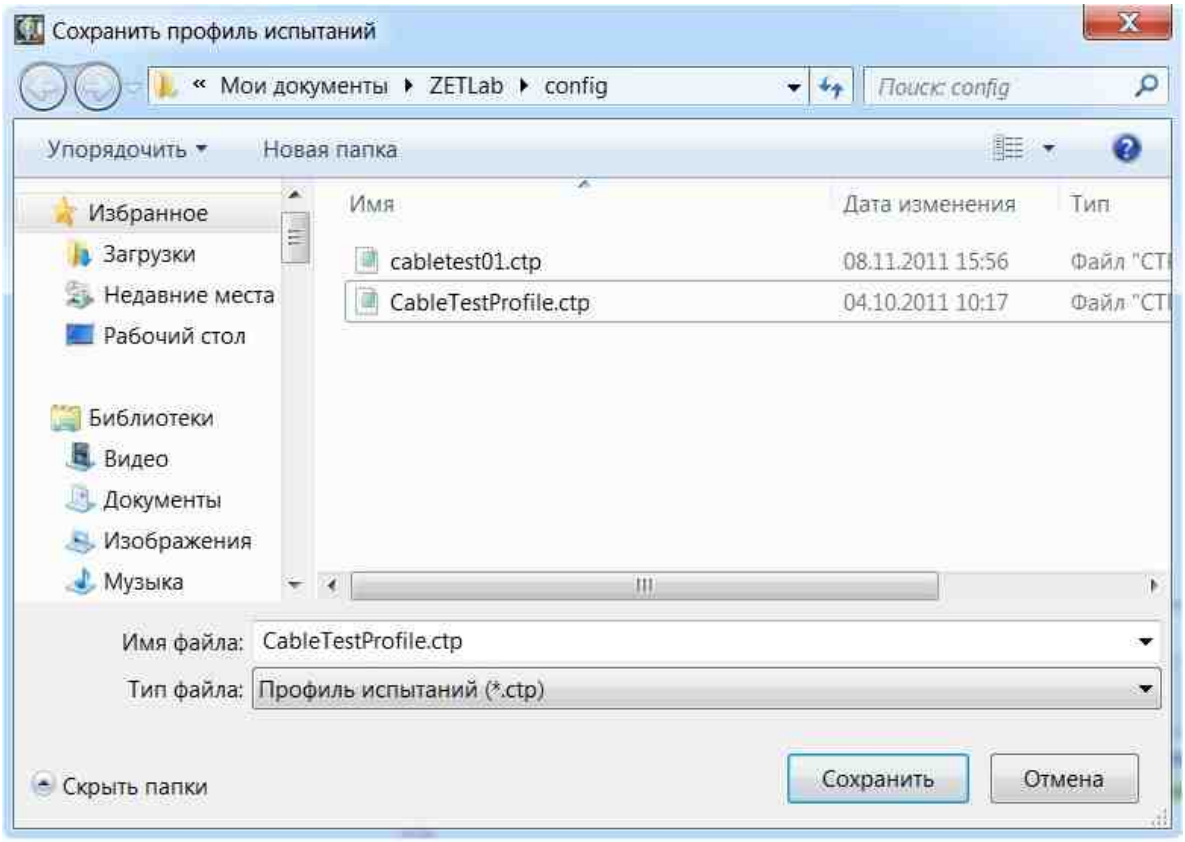

Рис. 3.18
- по окончании учета кнопка «Остановить» меняет название на «Автотест» и открывается окно сохранения профиля испытаний (*Рис. 3.18*);